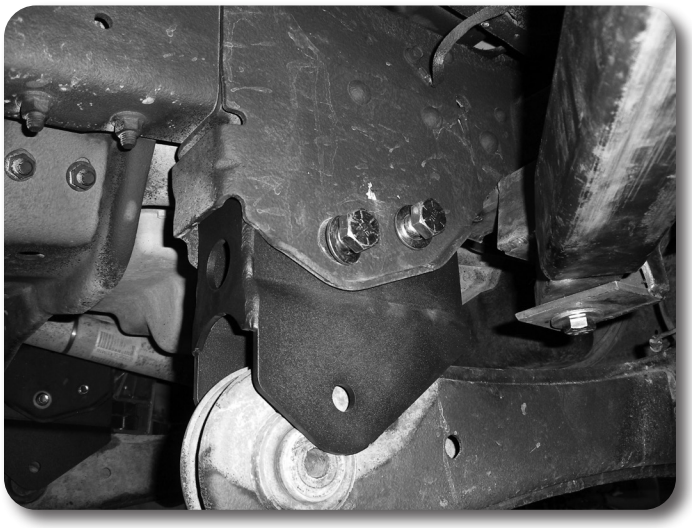

Figure 12
26. If the vehicle has a current radius arm drop style lift installed, the aftermarket drop bracket must be removed from the factory mount. Remove the bracket. Figure 12 The new radius arm will mount in the stock location, with the factory hardware.